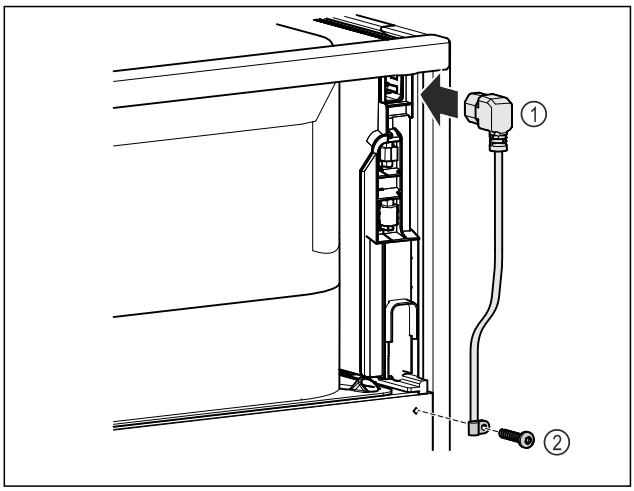

Fig. 68
▶ Introduceți mufa pentru puteri mici de la conductorul de racord la rețea *Fig. 68 (1)* pe partea posterioară a aparatului.
▶ Montați siguranța antismulgere. *Fig. 68 (2)*